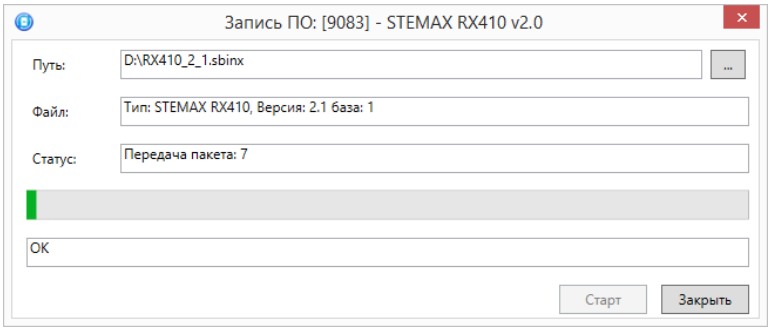

Рисунок 6.2 — Окно *Запись ПО*
- В открывшемся окне *Запись ПО* (см. рисунок 6.2) укажите путь к файлу новой версии встроенного ПО контроллера на вашем ПК (файл имеет расширение **.sbinx**) и нажмите кнопку *Старт*.